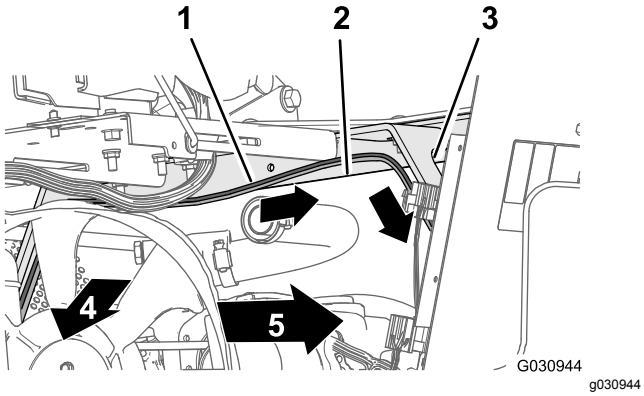

Figur 137
2. Dra kablagedelen på 165 cm tvärs över säteslådvinkeln och ned längs motorhöljets vänstra stöd (Figur 137).